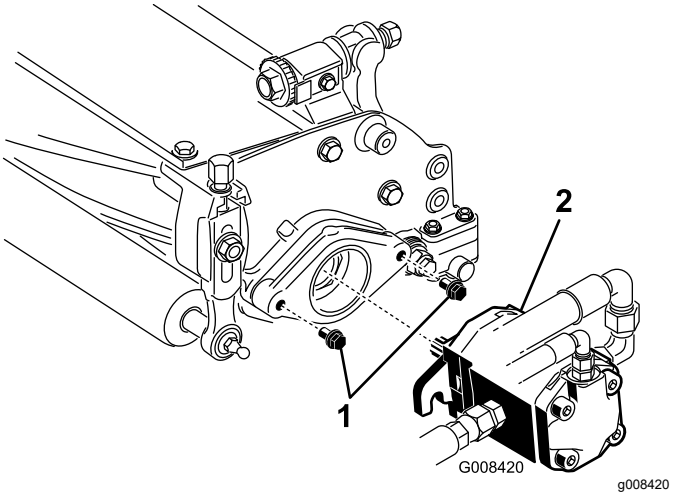

Figuur 8
7. Laat ongeveer 13 mm draad uitsteken op de montagebouten van de aandrijfmotoren (Figuur 8).
8. Breng een laagje schoon smeervet aan op de sleufas van de motor en monteer de motor door de motor rechtsom te draaien, totdat de motorflenzen de tapeinden niet meer raken. Draai de motor linksom totdat de flenzen om de steunbouten zitten (Figuur 8).
9. Draai de montagebouten vast (Figuur 8).